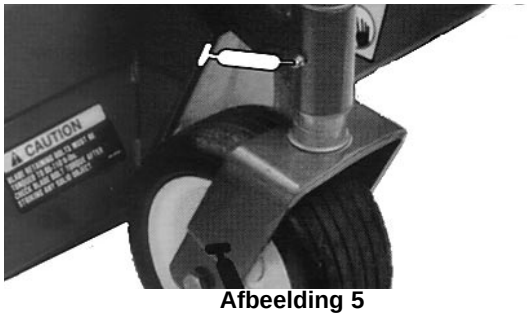
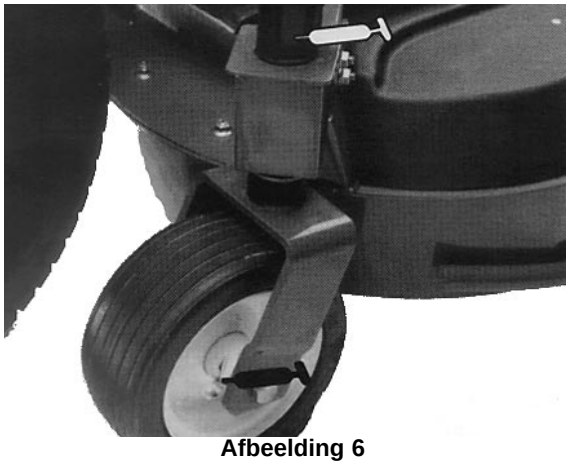
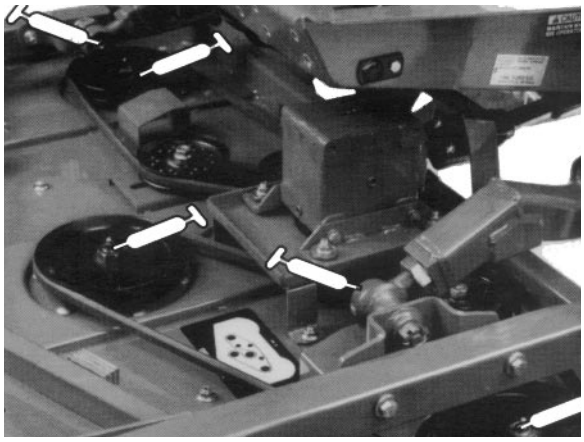

Afbeelding 5
Afbeelding 6
Afbeelding 7
HET SMEREN VAN LAGERS, LAGER-BUSSEN EN TANDWIELKAST (Afb. 5–8)
1. De maai-eenheid heeft lagers en lagerbussen die gesmeerd moeten worden, en deze smeerpunten bevinden zich op de volgende plaatsen: aslagerbussen van de voorste zwenkwielen (Afb. 5); spilas van de achterste zwenkwielen (Verwijder de as van de zwenkarm en smeer de zeskantige as iedere 50 uur in met een laag vet (Afb. 6); kogellagers van de zwenkwielen (Afb. 5 & 6); lagerbussen van de messenassen (Afb. 7) en de linker- en rechter kogelgewrichten (Afb. 7).